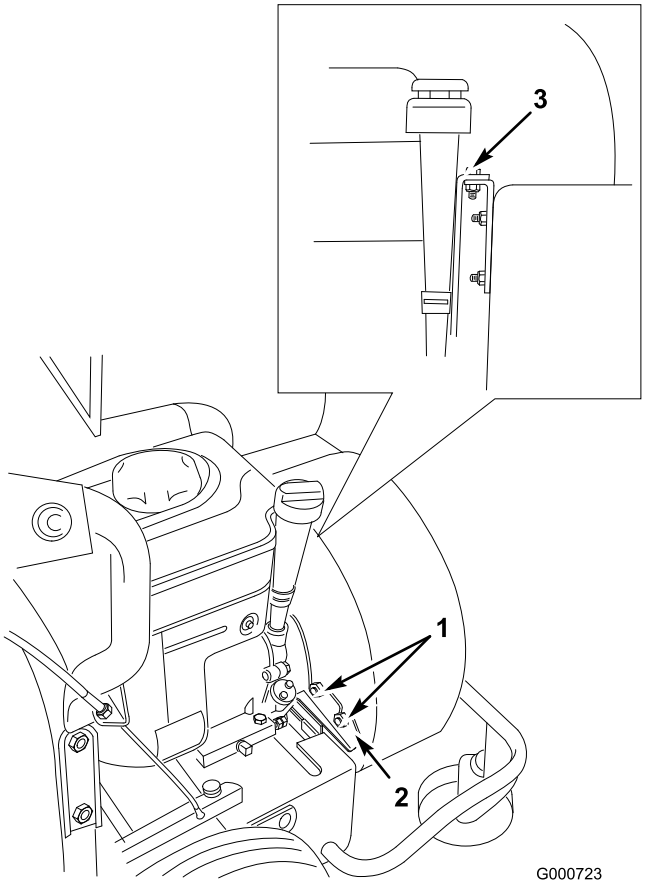

Figuur 34
8. Draai de twee borgmoeren los waarmee het ventilatorhuis is bevestigd op de beugel van de stabilisator (Figuur 34).
9. Verwijder de bout waarmee het ventilatorhuis is bevestigd, en til dit zo ver omhoog als het rotorblad toelaat (Figuur 34).